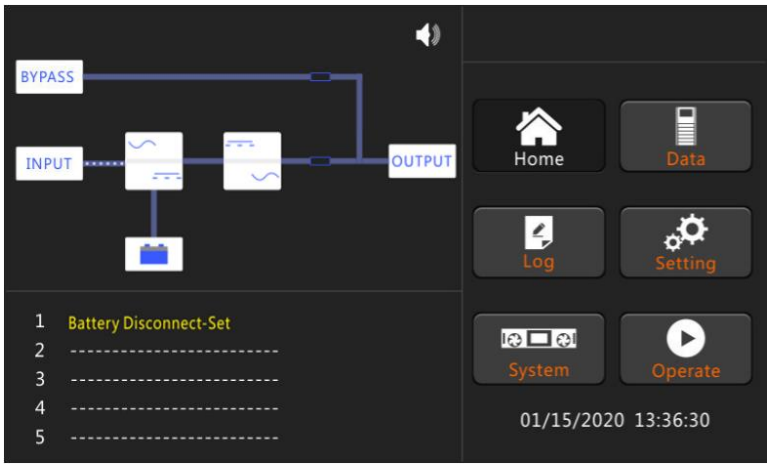

Figure.5.1 Rectifier starting
4. Notice the energy flowing diagram，the rectifier start and indicator flashes. As shown in Figure 5-1.